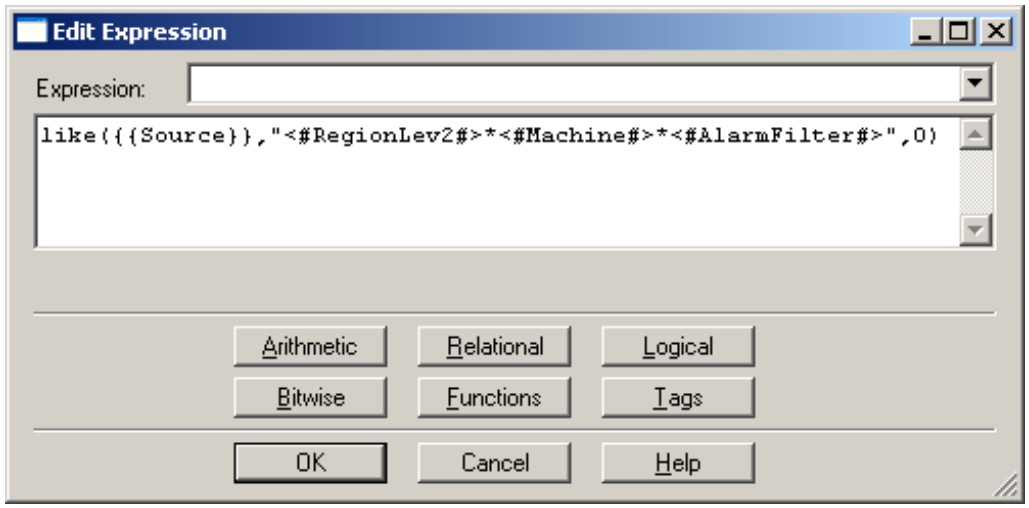

Figure L13.45 - Final String Comparison Expression
13. Finally, place your cursor after the second comma, and type a **0** to make the comparison not case sensitive. The final expression should look like Figure L13.45. Click on "OK" to save the expression and return to the **Client Filter** dialog.